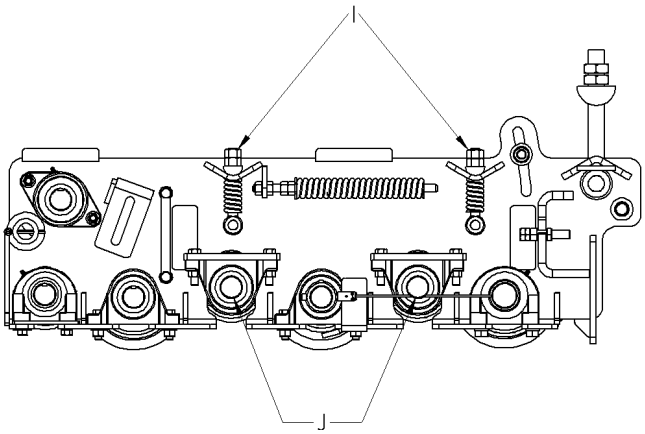

Figure 7-24: Grabroll height Adjustment
3. To adjust smooth grabrolls (J), shown in figure 7-24, up or down, use eye bolts (I). Amity recommends adjusting in ¼" increments.